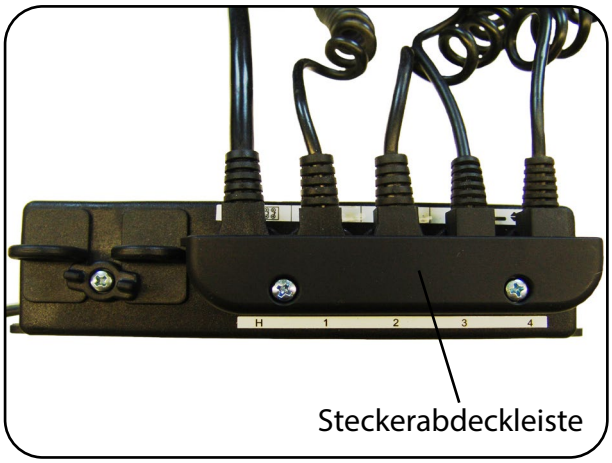

Abb. 6.3.06 - Steuerung mit Steckerabdeckleiste
6. Schrauben Sie die Steckerabdeckleiste an der Steuerung an (Abb. 6.3.06).